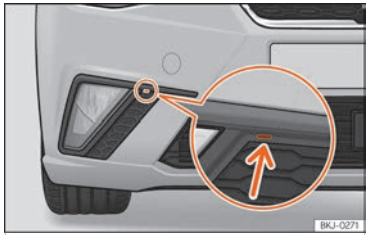

Fig. 166 Far antiboira: extreure la reixeta
- Feu palanca amb un tornavís sobre l'osca ››› fig. 166 (fletxa). Després traieu els clips situats en el contorn de la reixeta, fent un petit moviment de palanca.